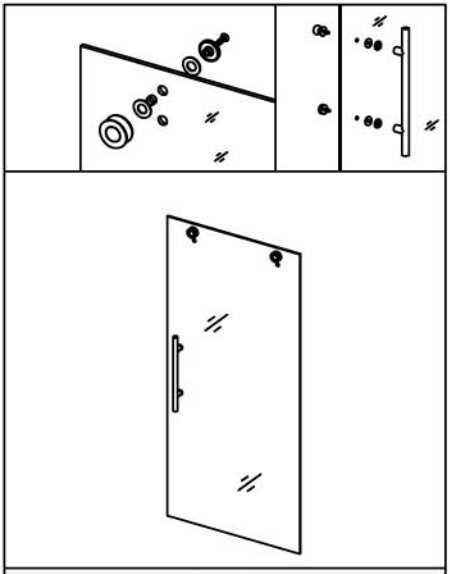

Figure 6
F. Attach the **rollers (4)** to the **glass door (10)**. Install the **handle (8)** to the **glass door (10).**
*See **Figure 6** for details.*